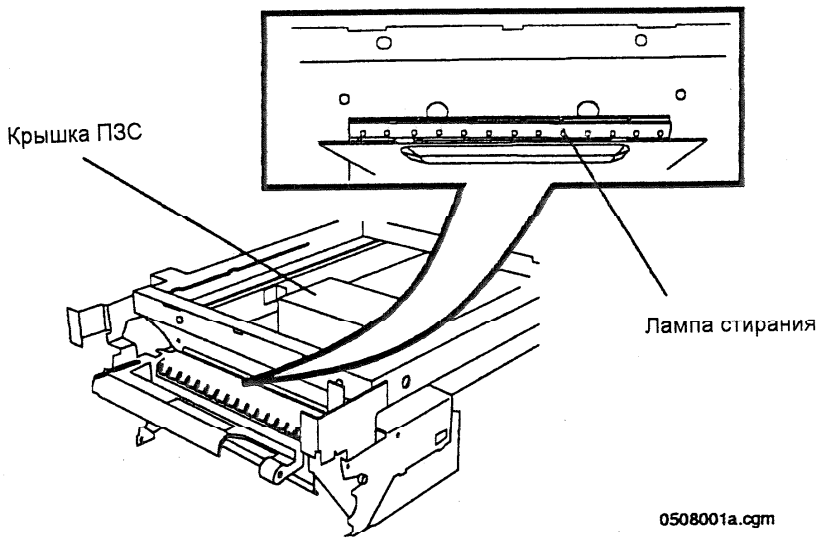

Рис. 2. Расположение лампы стирания
3. Лампа стирания, изображенная на рис.2, прикреплена к блоку создания изображения тонера. Функционально она является частью ксерографической (модуль 8), а не оптической подсистемы.